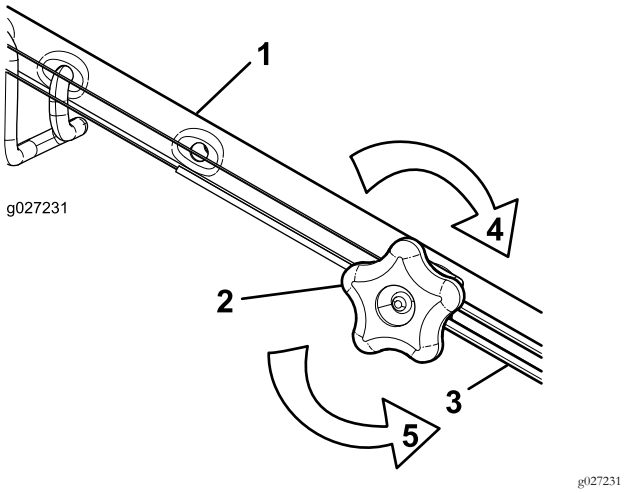

Rysunek 33
1. Obróć pokrętło regulacyjne w kierunku przeciwnym do ruchu wskazówek zegara, aby poluzować mocowanie linki (Rysunek 33).
2. Wyreguluj naprężenie linki (Rysunek 33) pociągając ją do tyłu lub popychając do przodu i przytrzymując w tym położeniu.